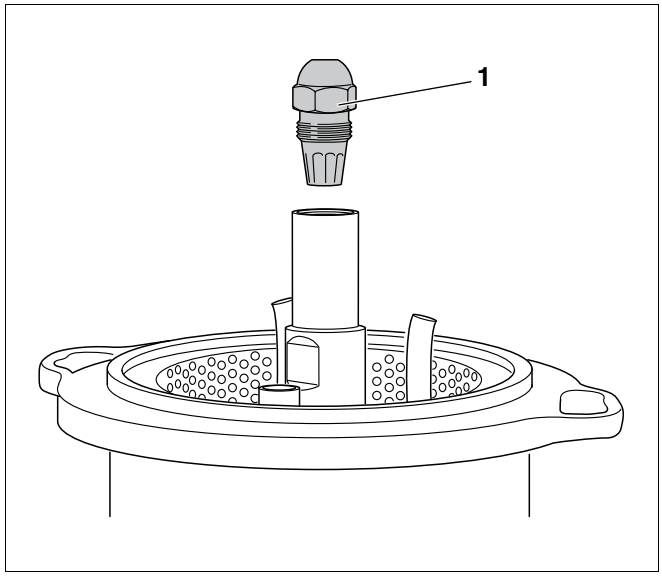

Fig. 49 Smontare l'ugello
- Svitare l'ugello (fig. 49, **pos. 1**) con due chiavi per bulloni da 16 e da 19.
- Svitare l'ugello (fig. 49, pagina 41).